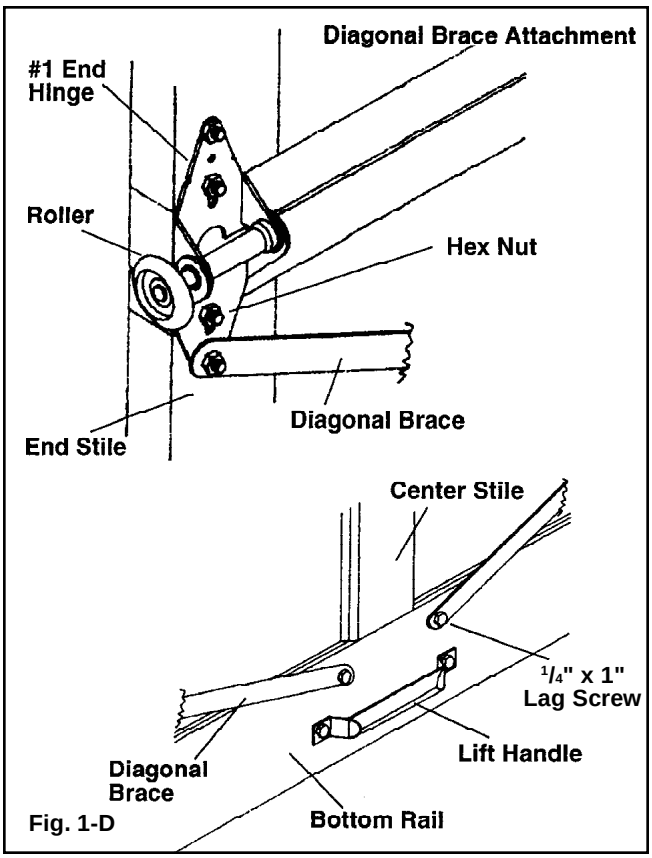

Fig. 1-D
**Step 2:** Remove one nut from lower leaf of end hinges between bottom and #2 section. Position brace over bolt and replace nut. (FIG. 1-D)